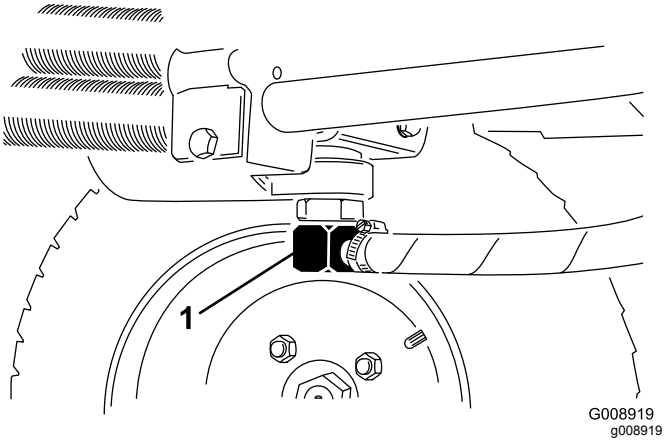
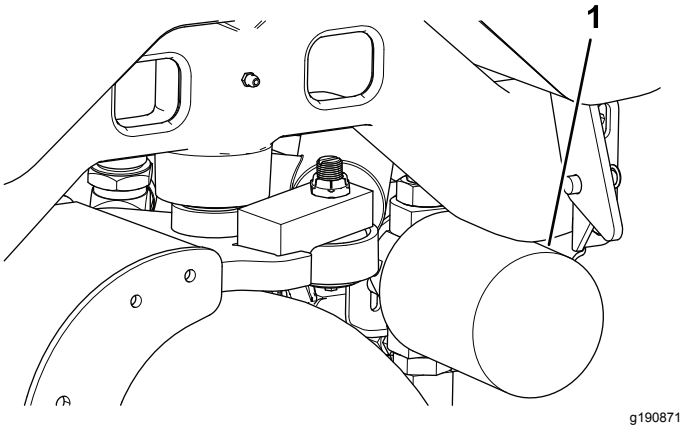

Rysunek 73
Rysunek 74
2. Odłącz przewód hydrauliczny (Rysunek 73) albo zdemontuj filtr oleju hydraulicznego (Rysunek 74) i spuść olej z układu do podstawionej wanienki.
4. Podstaw pod filtr wanienkę na olej (Rysunek 74) i odkręć filtr.